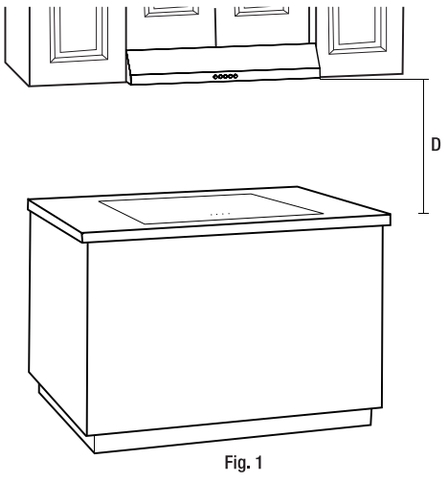

Fig. 1
- Si vous choisissez de suspendre la hotte comme indiqué ci-dessous (Fig. 1) à la distance (D) de la surface de cuisson, faire preuve de prudence, car la surface de la hotte peut être extrêmement chaude au toucher. Pour cet appareil, la distance (D dans la Fig. 1) est de 458 mm – 710 mm (18 po – 28 po). Si vous choisissez une installation à une distance de 18 po, la température de la surface de l'appareil sera élevée si l'appareil fonctionne un certain temps au-dessus d'une cuisson intense.